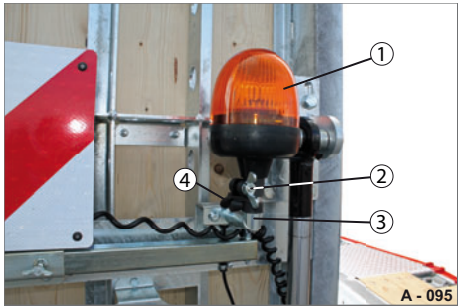

Abb. 96 Rundum-Kennleuchte, montiert
- ▶ Stecken Sie die Rundum-Kennleuchte (Abb. 96/1) auf das Aufsteckrohr (Abb. 96/3) auf.
- ▶ Ziehen Sie die Flügelmutter (Abb. 96/2) der Klemmschraube fest.
- ▶ Lösen Sie die Flügelmutter (Abb. 96/2) der Klemmschraube.
- ▶ Ziehen Sie die Rundum-Kennleuchte vom Aufsteckrohr (Abb. 96/3) ab. Bewahren Sie die Rundum-Kennleuchte sicher vor Beschädigungen auf.